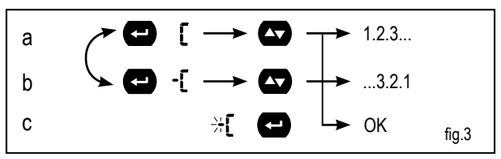

fig.3
① press the key, to scroll the menus or increase/decrease the values to be set up. ② you can enter the submenus and change the value change mode from positive to negative or vice versa according to the logic indicated in fig. 3. ③ the LED flashes proportionally to the active energy consumption.
④ turn the trimmer clockwise up to its run end to block programming mode.
① premere il tasto per scorrere i menu o incrementare o decrementare i valori da impostare. ② è possibile entrare nei sub menù e modificare i valori cambiando da positivo a negativo come esemplificato in fig. 3. ③ il LED lampeggia proporzionalmente all'energia attiva importata consumata. ④ per bloccare l'accesso alla programmazione, ruotare il trimmer in senso orario fino a fine corsa.
① Die Taste drücken, um das Menü durchzublättern oder die einzugebenden Werte zu erhöhen bzw. zu verringern. ② Es besteht die Möglichkeit, die Submenüs aufzurufen und die Werte von positiv auf negativ zu ändern, wie als Beispiel in Abb. 3 dargestellt. ③ Die LED blinkt proportional zur verbrauchten aktiven Energie. ④ Zum Sperren des Zugriffs auf die Programmierung, den Trimmer bis zum Anschlag im Uhrzeitersinn drehen.
① presser la touche pour défiler les menus ou augmenter ou diminuer les valeurs à régler. ② il est possible d'entrer dans les sous-menus et modifier les valeurs en changeant de positif à négatif comme illustré à la fig. 3. ③ la LED clignote proportionnellement à l'énergie active consommée. ④ pour bloquer l'accès à la programmation, tourner le trimmer dans le sens des aiguilles d'une montre jusqu'en butée. **A**= année de production plus version firmware; **B**= kWh par impulsion (led frontale); **C**= type de système (6.1P); **D**= Ordre des phases transformateur de courant TCD **E**= valeur primaire de TCD06B; **F** et **G**= Sortie d'impulsion logique 1 et 2 (kWh par impulsion); **H**= adresse de communication série; **I**= adresse secondaire M-Bus pour VMUB; **L**= réinitialisation des valeurs «demand» maximales; **M**= kWh 765432.1 kW 10.1; **N**= 221 kW dmd de système; **O**= valeur «demand» maximale 261 kW; **P**= AL1 130A, AL2 130A, AL3 130A; **Q**= VL1 230V, VL2 89,0V, VL3 65.0V; **R**= VL12 390V, VL23 390V, VL31 390V.
① pulsar la tecla para avanzar por los menús y para aumentar o reducir los valores a configurar. ② es posible entrar en los submenús y modificar los valores cambiando de positivo a negativo o viceversa, como se indica en la fig. 3. ③ el LED parpadea proporcionalmente a la energía activa consumida. ④ para bloquear el acceso a la programación, girar el potenciómetro en sentido horario hasta el tope.
① Tryk på tasten for at rulle ned igennem menuerne eller forøge og formindske de værdier, der skal indstilles. ② Man kan gå ind i undermenuerne og ændre værdierne ved at skifte fra positiv til negativ som vist i fig. 3. ③ Lysdioden lyser i forhold til den forbrugte aktive energi. ④ Drej på trimmeren i urets retning, indtil den ikke kan komme længere, for at spærre for adgang til programmering.